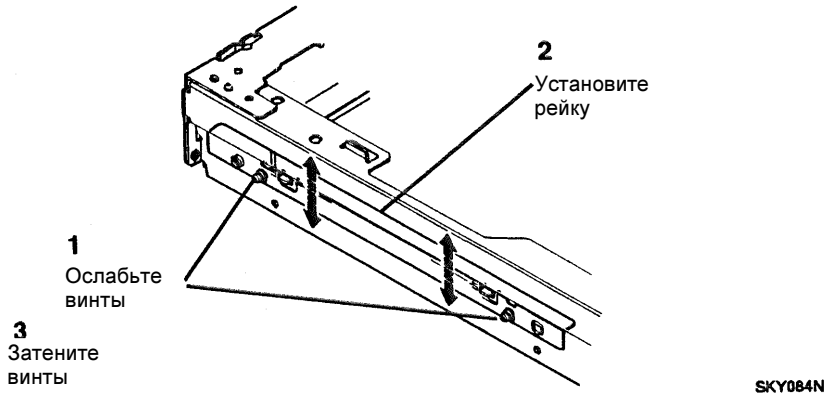

Рисунок 9. Совмещение рейки каретки половинного хода
2. (Рисунок 9): Для установки баланса ослабьте стопорные винты рейки каретки половинного хода.